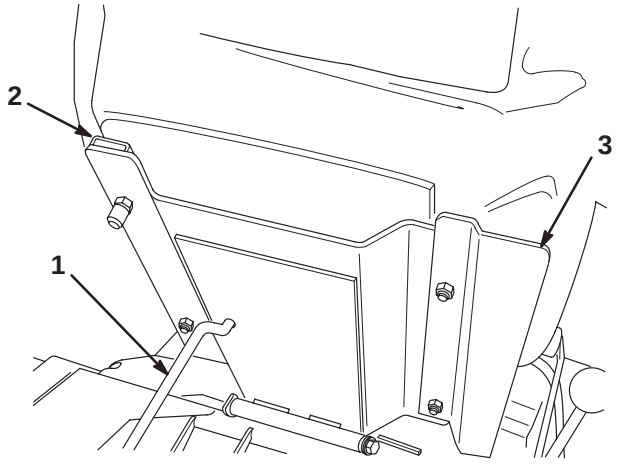

Figura 4
3. Fije el asiento, la placa del asiento y los raíles del asiento al soporte del asiento con las contratuercas (5/16 pulg.) (Fig. 4) suministradas con las piezas sueltas. Monte la placa del asiento en el lado derecho, colocada de la forma que se muestra en la Figura 4.